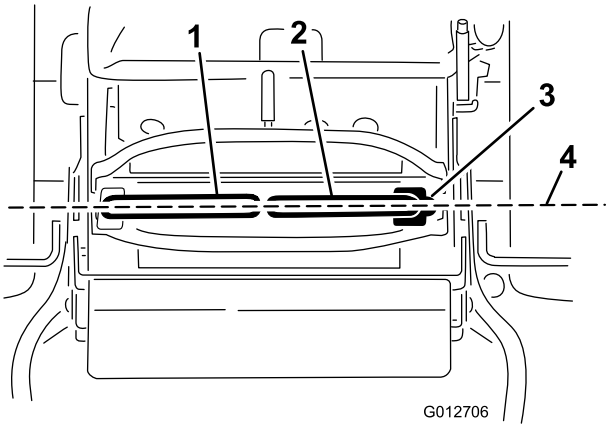

Figur 70
Viktigt: Kontrollera att klipparens spårning är korrekt när rörelsereglagespakarna har justerats. Justera spårningen och rörelsereglagespakarns inriktning framifrån–bakåt är samma sak (Figur 70).
1. När den horisontella inriktningen är färdig kontrollerar du inriktningen framifrån–bakåt genom att trycka rörelsereglagen lite framåt så att rörelsereglagens länkage sträcks (Figur 70).